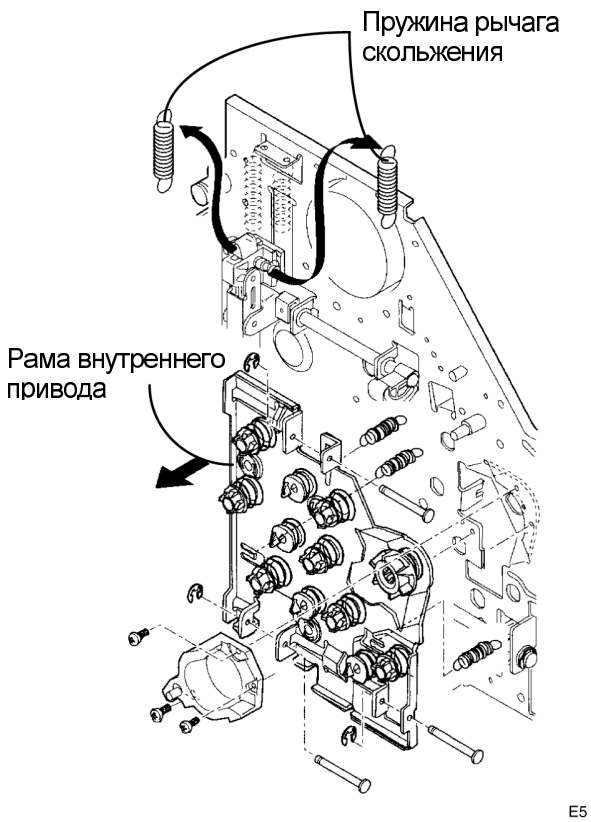

Рисунок 4. Снятие рамы внутреннего привода и пружин
5. (Рисунок 4): Снимите раму внутреннего привода и пружины рычага скольжения.